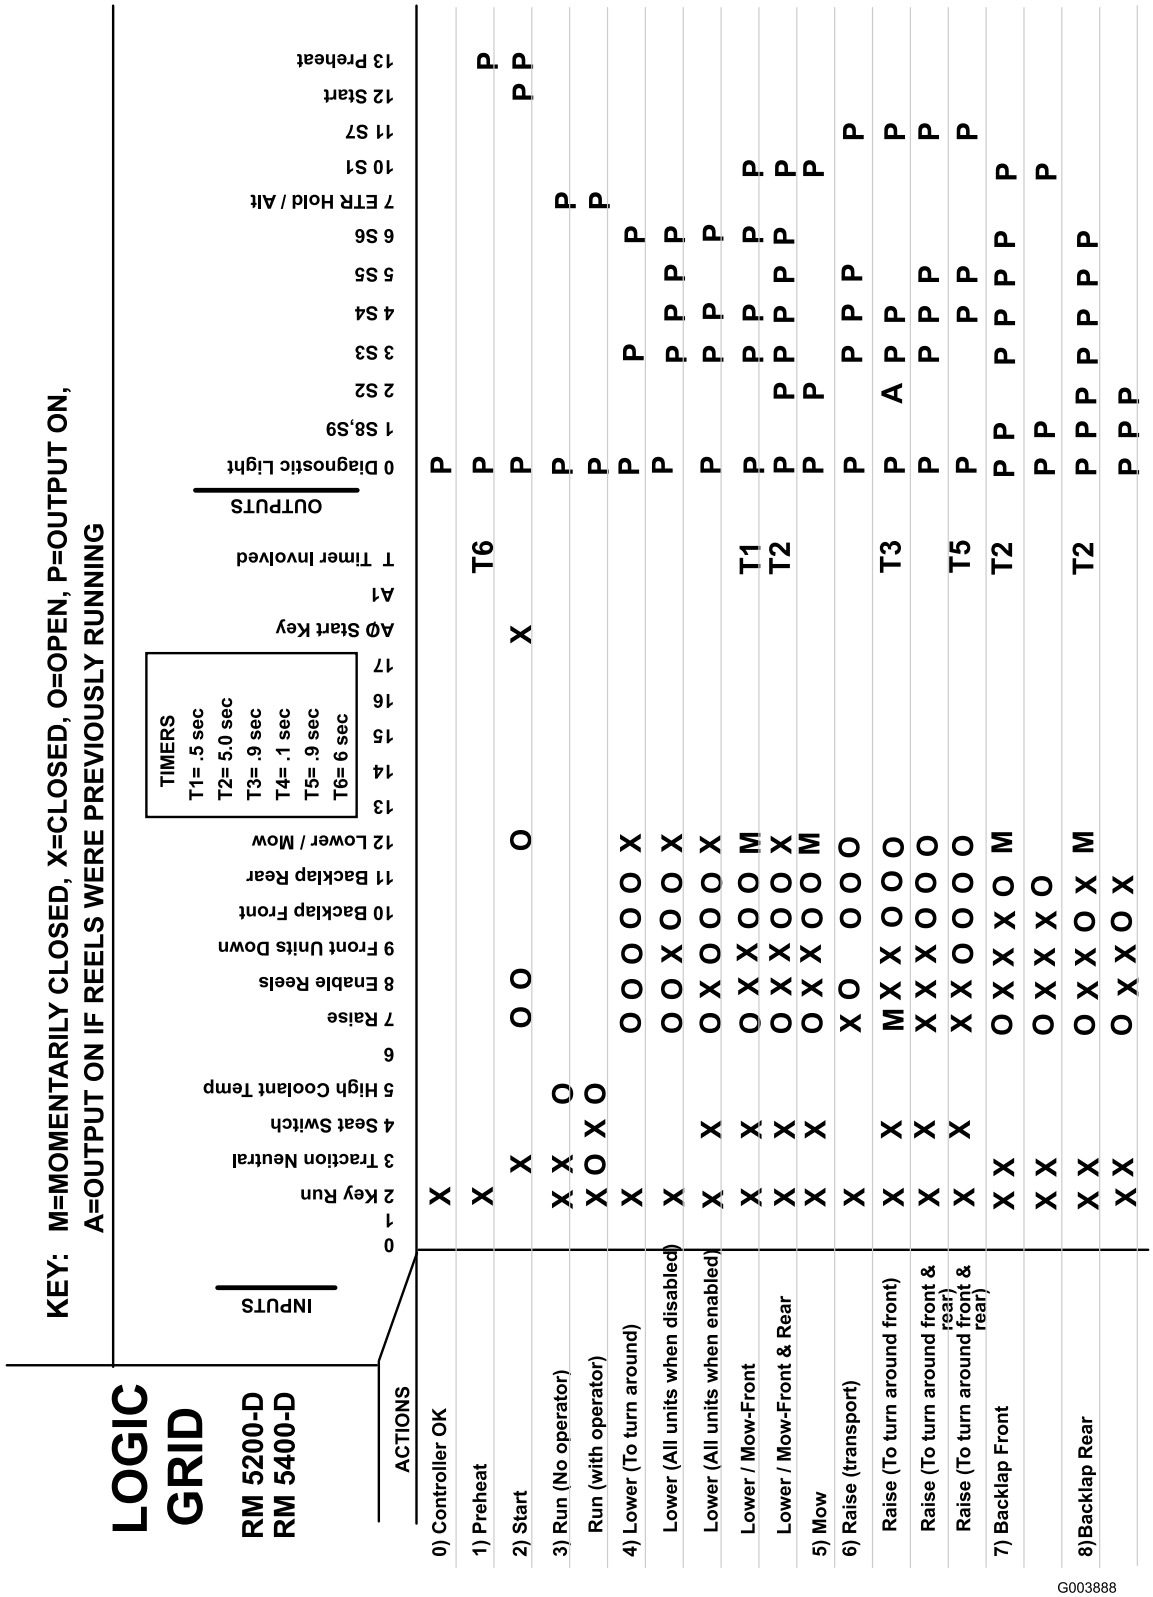

Figur 40
8. Sitt på sätet och försök aktivera önskad funktion på maskinen. (Se Figur 40 om du behöver hjälp med att kontrollera vilka ingångsinställningar som är rätt för varje funktion.) Relevanta utgångslampor bör tändas för att visa att den elektroniska styrenheten slår på funktionen. (Se den logiska tabellen (Figur 40) för att försäkra dig om de specificerade utgångslamporna.)